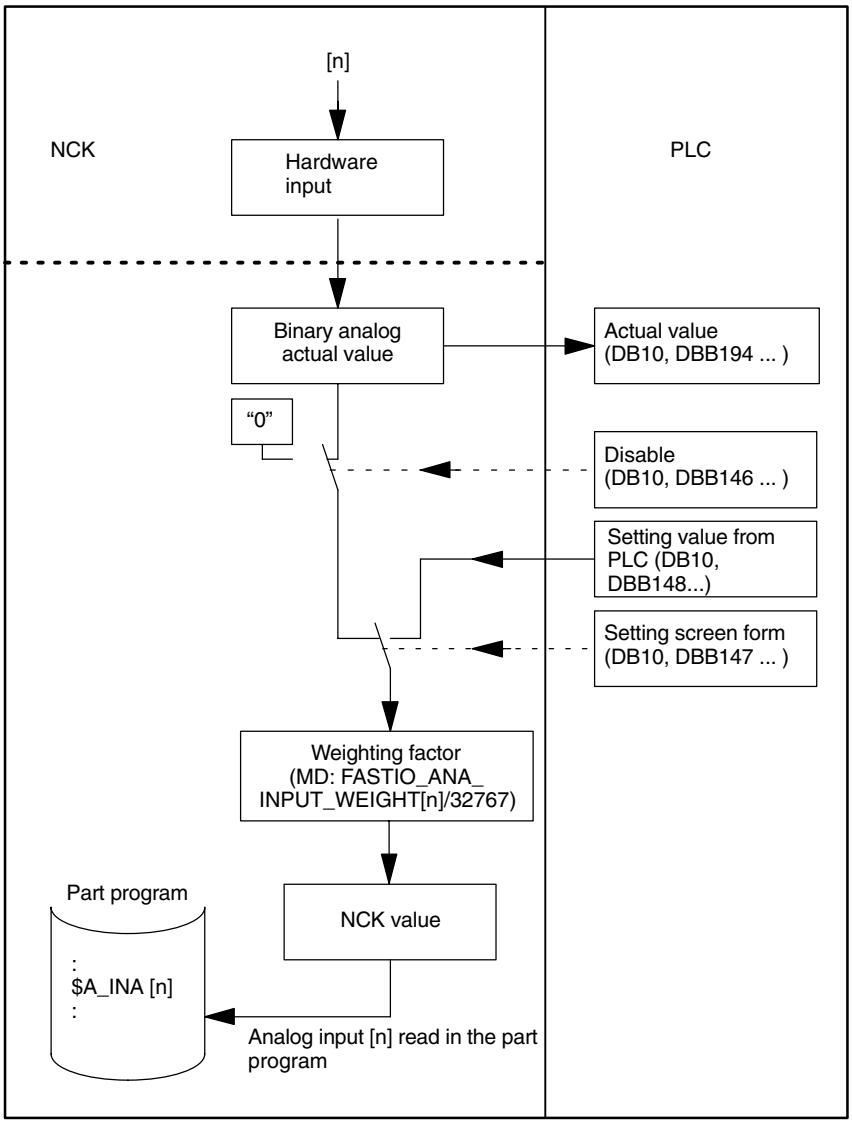

Fig. 2-3 Signal flow for analog NCK inputs
The analog value at the hardware input can also be influenced by the PLC user program (see Fig. 2-3).
The PLC can also specify a value for each analog NCK input by applying the interface signal “Setting screen form of analog NCK inputs” (DB10, DBB147) (see Fig. 2-3). As soon as this interface signal is set to “1”, the value set by the PLC (DB10, DBB148 to 163) becomes active for the analog input. The analog value at the hardware input or the input disable is then inactive.
The interface signal “Actual value of analog input of NCK” (DB10, DBB194 to 209) transfers the analog values that are actually present at the hardware inputs to the PLC. The possible influence of the PLC is therefore ignored in the actual value (see Fig. 2-3).
Using the weighting factor in the general MD 10320: FASTIO_ANA_INPUT_WEIGHT[hw] it is possible to adapt each analog NCK input to the various ADCs for reading in the part program (see Fig. 2-3).
- The setpoint set by the PLC if the IS “PLC setting for analog NCK inputs” is set to “1” (see Fig. 2-3)